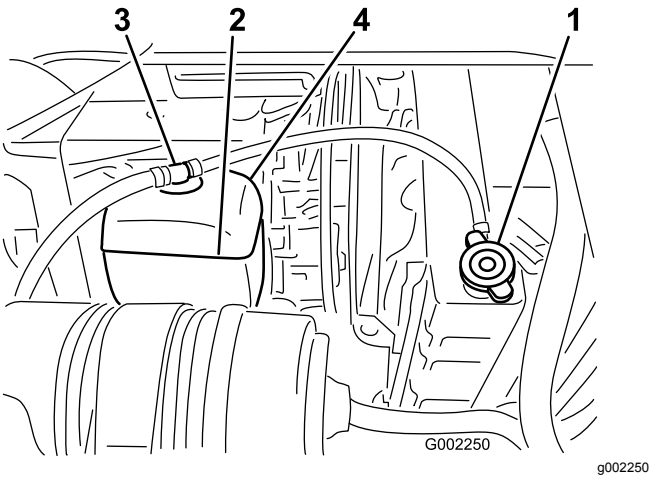

Figura 55
2. Cuando el motor se haya enfriado, retire el tapón del radiador (Figura 55).